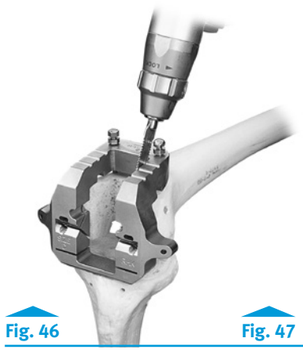

Fig. 46
- Use a reciprocating or narrow oscillating saw blade to cut the sides and base for the RH Knee box **(Fig. 46)**.